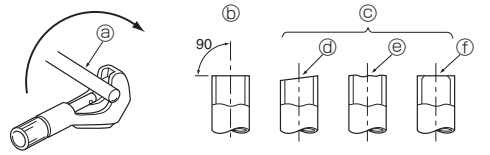

Fig. 5-2
5.3.1. Couper le tuyau (Fig. 5-2)